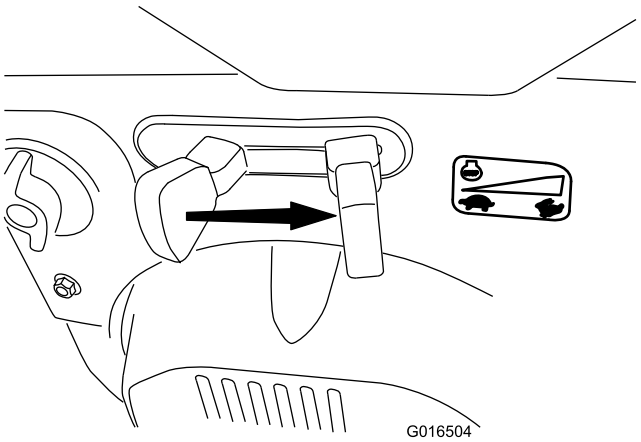

**Figur 28**
6. För gasreglaget till det SNABBA läget (Figur 28).